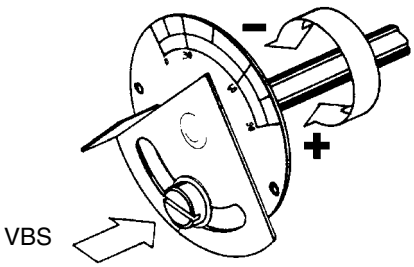

Fig. 27
- Aflojar el tornillo VBS indicado en la Fig. 27 con un destornillador, regular el caudal del aire deseado interviniendo directamente en la compuerta.